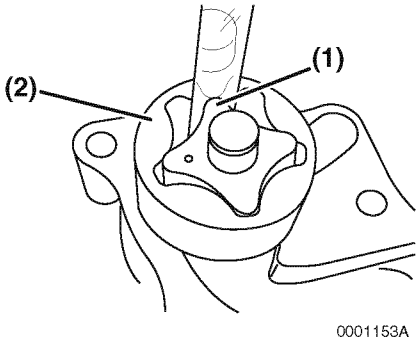

Figure 9-26
Determine the outer rotor to inner rotor tip clearance. Insert a feeler gauge between the top of an inner rotor tooth **(Figure 9-26, (1))** and the top of an outer rotor tooth **(Figure 9-26, (2))** and measure the clearance.